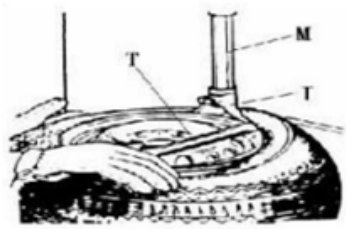

Fig. 6
Baje el Brazo Vertical (M) hasta que el Cabezal de montaje/desmontaje (I) se apoye junto al borde de la llanta, accione la Palanca de Bloqueo (K) para fijar el Brazo Vertical (M) y el brazo Horizontal en su posición, y controle que la distancia entre el Cabezal de montaje/desmontaje y el borde de la llanta sea de unos 2-3 mm. Inserte la Palanca de Desmontaje (T) entre el talón del neumático y la sección delantera del cabezal de montaje/desmontaje (I), y mueva el neumático por encima del cabezal como se muestra en la Fig. 6.